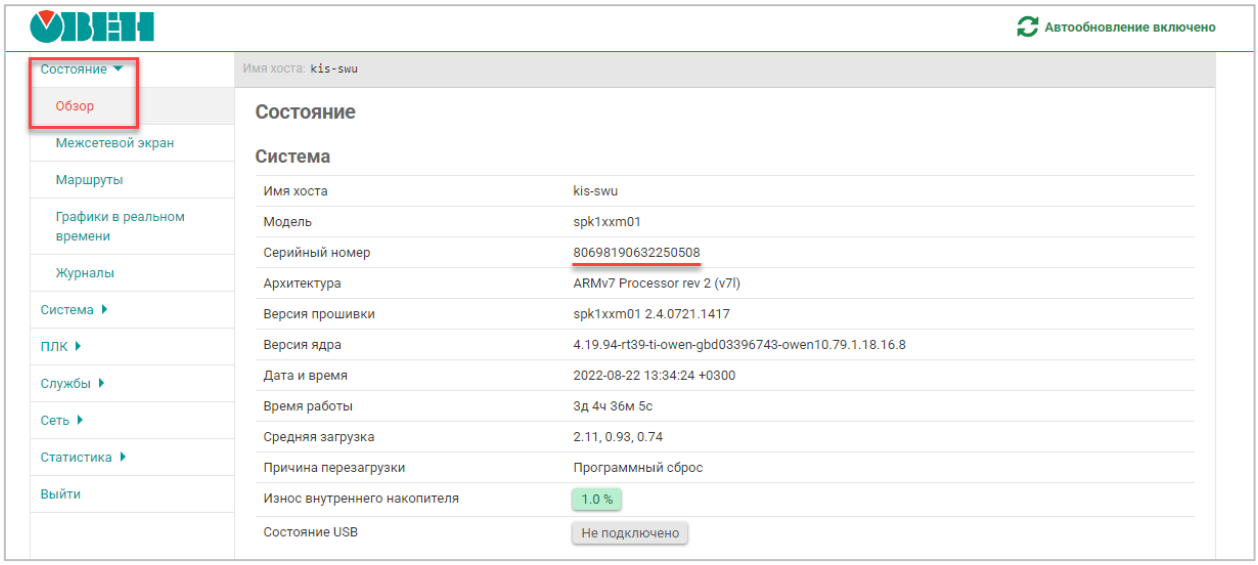

Рисунок 6.10.7 – Отображение серийного номера контроллера в web-конфигураторе
- Идентификатор – серийный номер контроллера. Его можно посмотреть в web-конфигураторе (см. рис. 6.10.7) или на корпусе прибора;